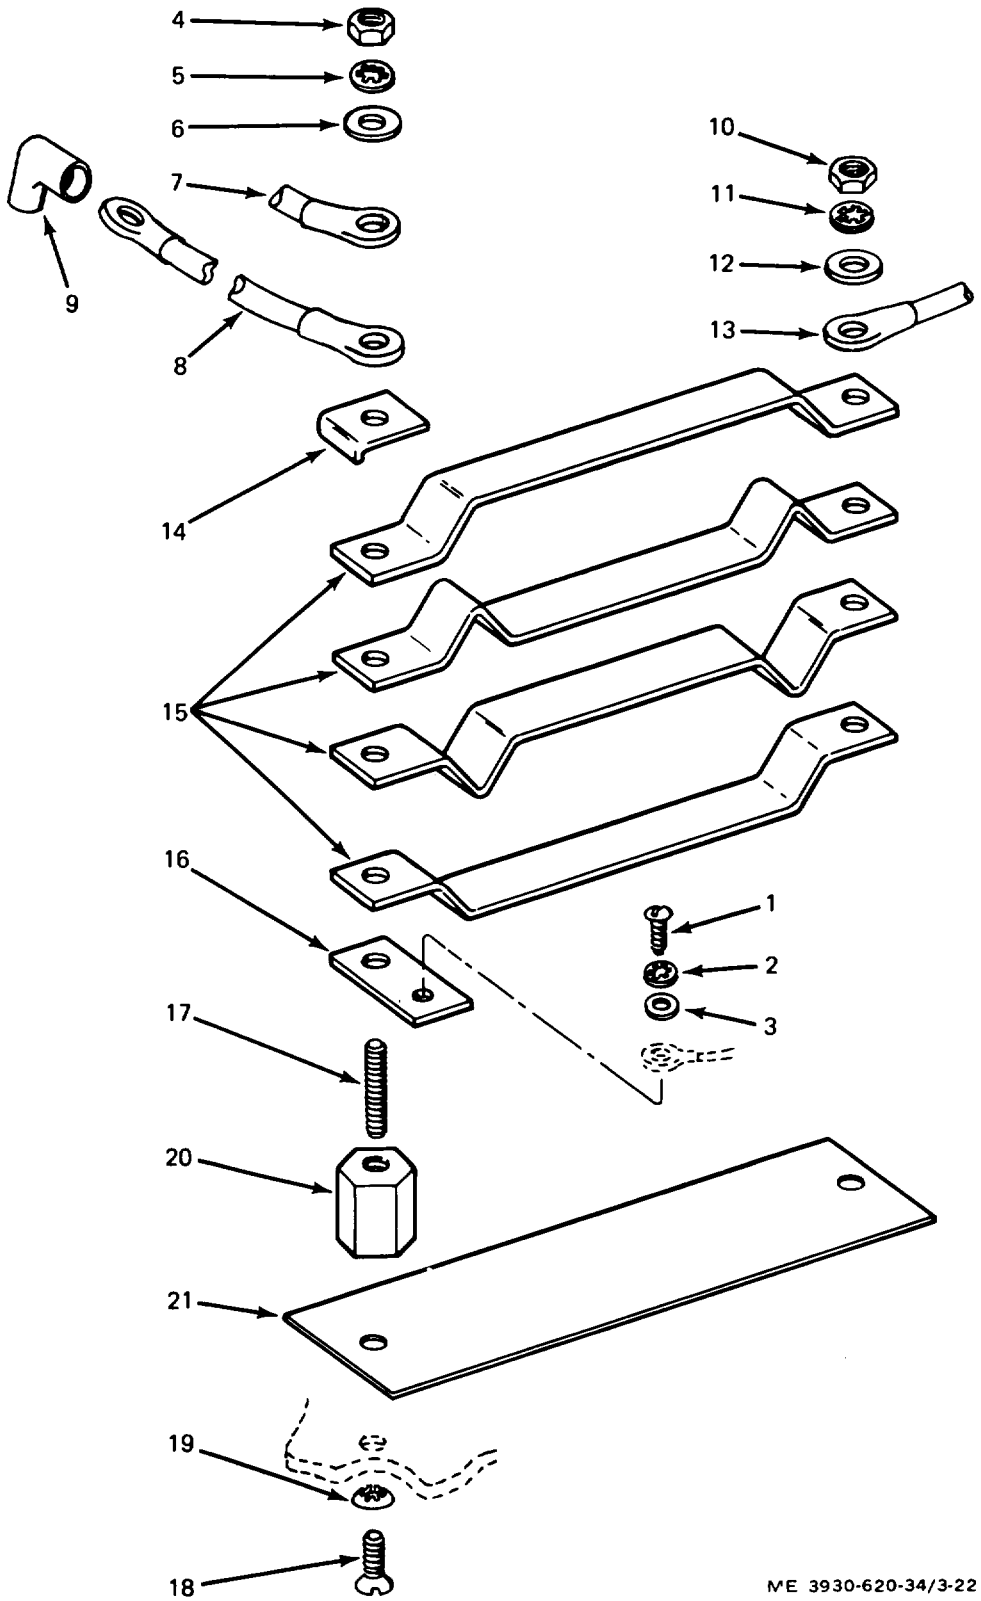

Figure 3-22. Shunt, exploded view.
(1) Tag the electrical wires and cables of the shunt.
(2) Disassemble the shunt as shown in figure 3-22
KEY to fig. 3-22.
(1) Inspect the shunt elements for damage, overheating, and dirty contact surfaces.
(2) Inspect the standoff insulators for cracking, dirt, and grease.
(3) Clean or replace parts as necessary.
c. Reassembly. Reassemble the shunt in the reverse order of that shown in figure 3-22. Insure that cables and wires are reconnected correctly according to the tagging and as shown in figure 3-22.